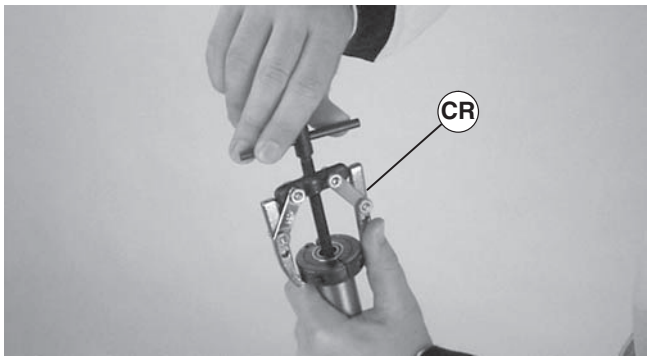

Figure 52
3. Using a puller (Figure 52, item CR), remove and discard bearing(s).